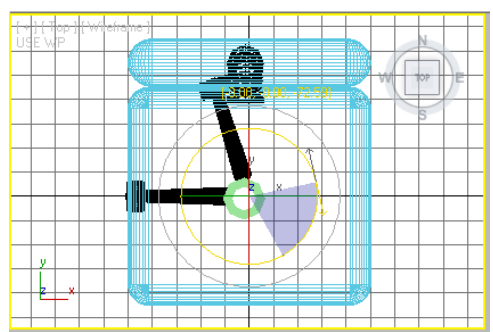
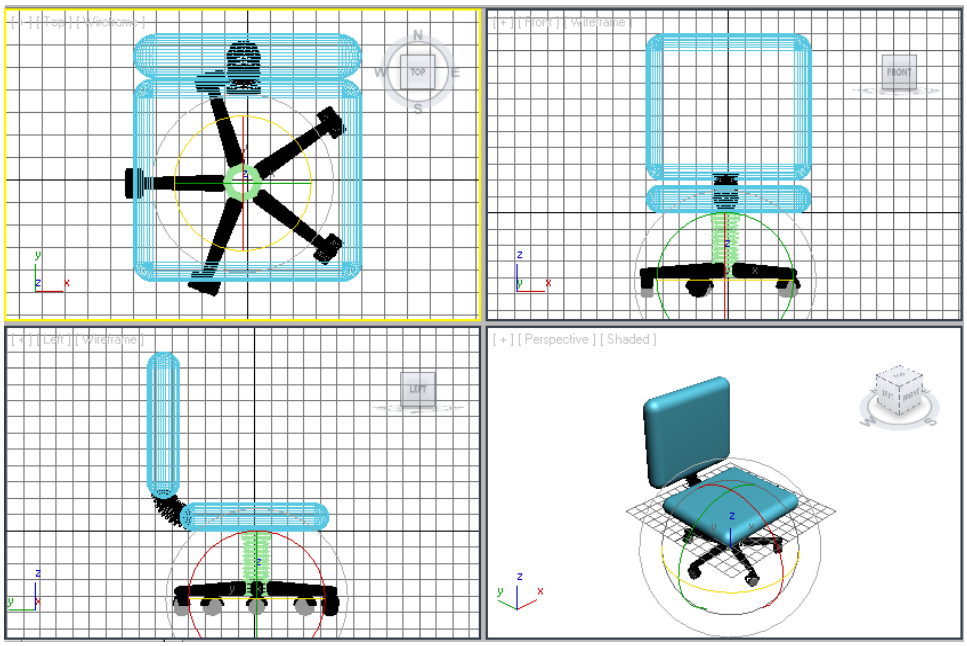

Figure 3-86 *The f_leg01 rotated about* ***-72*** *degrees according to the working pivot point*
Figure 3-87 The f_leg002, f_leg003, f_leg004, and f_leg005 in all viewports
24. Move the cursor over the Z-axis. Now, press and hold the SHIFT key as well as the left mouse button, and drag the cursor until the value in the **Z** spinner of the coordinate display is approximately **-72**, as shown in Figure 3-86. Release the left mouse button; the **Clone Options** dialog box is displayed. Make sure that the **Copy** radio button is selected. Set the value **4** in the **Number of Copies** spinner. Choose the **OK** button; the *f_leg002*, *f_leg003*, *f_leg004*, and *f_leg005* are displayed in all viewports, as shown in Figure 3-87.